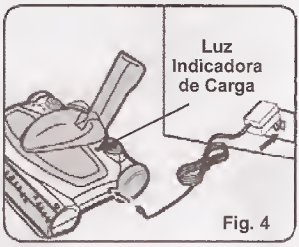

Fig. 4
1. Conecte el enchufe del cargador en el conector o agujero del costado de la barredora. Enchufe el cargador en un tomacorriente. (120V~ 60Hz.). Use únicamente el cargador Kuantech KA12D120015023U. (Fig. 4)